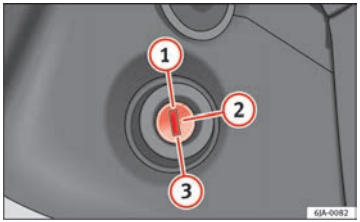

Fig. 102 Ignition key positions
- **When moving with the engine switched off, the ignition key must always remain in position (2) ⇒ Fig. 102 ⇒ page 138 (ignition on). The control lamps will light up in this position. Otherwise, the steering lock could engage suddenly. Risk of accident!**
- The starter motor may only be used (key position (3) ⇒ Fig. 102 ⇒ page 138 in the ignition) if the engine is off. Using the starter motor when the engine is running could cause damage.
- Press the clutch pedal all the way down (2) ⇒ Fig. 102 ⇒ page 138 and start the engine (3) – without pressing the accelerator. Keep the clutch pedal pressed down until the engine starts.
- Release the ignition key as soon as the engine starts. The key returns to position (2). ▶
- If the engine does not start after 10 seconds, turn the key back to position (1). Repeat the action after 30 seconds.
Stop the engine by turning the ignition key to position (1) ⇒ Fig. 102 ⇒ page 138.